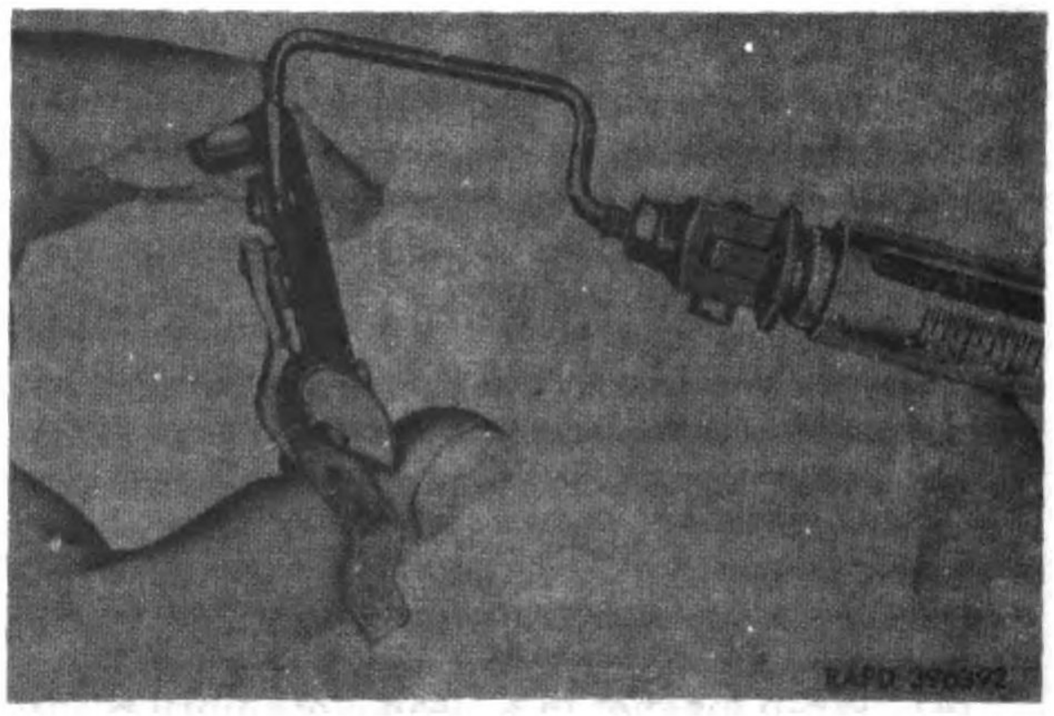

Figure 17. Measuring breaker spring tension.
b. Check the tension of the breaker spring (fig. 17) with a spring scale gage. Place the end of the scale hook under the end of the spring adjacent to the contact point. The tension should be between 12 and 24 ounces at the instant the points open. Replace the breaker assembly if spring tension is out of limits.